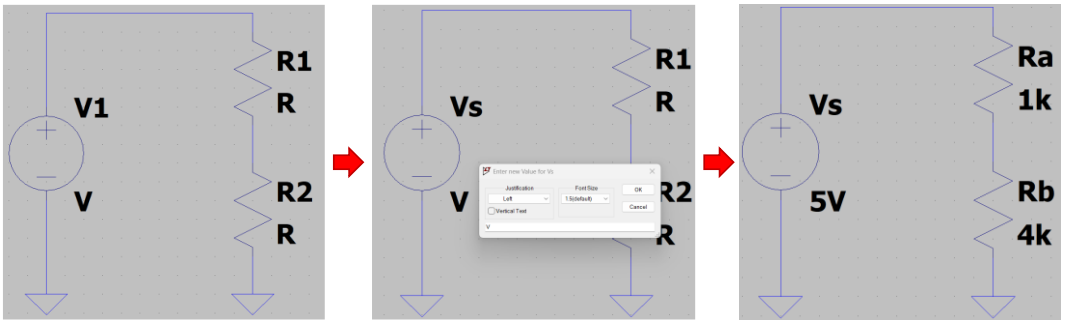

Figura 10. Nombres y valores dados a los componentes circuitales
e) **Asigne nombres y valores a los componentes**: ubique el cursor sobre las etiquetas de cada componente (nombre y valor) y, a continuación, de un click con el botón secundario del mouse para cambiar el valor. Los nombres son los que identifican al componente y tienen por lo general un número para diferenciarlo de otros componentes del mismo tipo (Ej. fuente de voltaje → **V1**, Resistor 1 → **R1**, Resistor 2 → **R2**). Por otro lado, el valor del componente se identifica con una sola letra asociada al tipo (Ej. fuente de voltaje → **V**, Resistor 1 → **R**, Resistor 2 → **R**). La Figura 10 muestra cómo se asignan los nombres y valores.